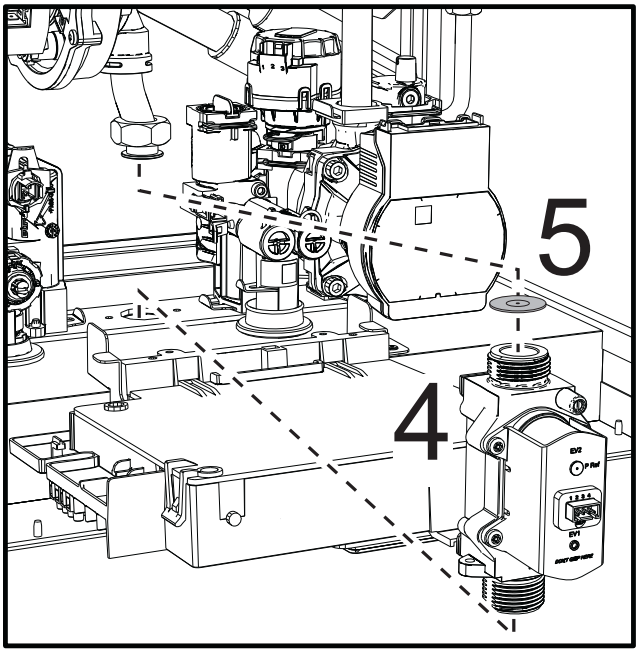

рис. 45
- Извлеките газовый клапан **"4"** и газовую диафрагму **"5"** (рис. 45).